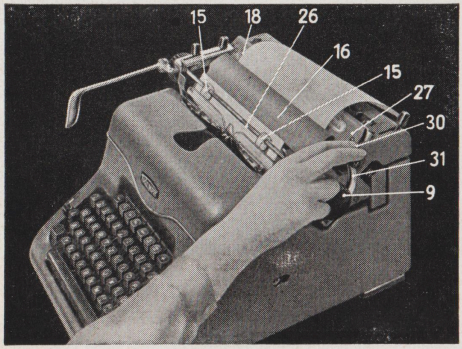

Abb. 8
Die TRIUMPH-Matura (Wagen Größe I und II) ist mit einem Papiereinwerfer (31) ausgestattet, der ein besonders schnelles und bequemes Einführen der Bogen ermöglicht. Die Bogen werden zwischen Schreibwalze (25) und Papierauflage (27) eingelegt. Zieht man nun den Papiereinwerfer (31) nach vorn, so werden die Bogen blitzschnell eingezogen, zwangsläufig unter den Papierhalter (26) geführt und auf richtige Schreibhöhe gebracht. Dabei achte man darauf, daß die Papierhalterrollen (15) links und rechts etwa zehn Teilstriche innerhalb der beiden seitlichen Bogenkanten liegen. Beim Eindrehen braucht der Papierhalter (26) nicht angehoben zu werden, da die Bogen automatisch unter die Schiene gleiten (Abb. 8). Durch die gleiche Bewegung des Papiereinwerfers (31) kann man den beschriebenen Bogen ebenso rasch auswerfen (Abb. 8). Der Bogen kann selbstverständlich auch durch Drehen am Walzendrehknopf (9) in Schreibstellung gebracht werden. Wurde der Bogen nicht gerade angelegt und dadurch schräg eingeführt, so läßt er sich leicht nach dem Papierhalter (26) ausrichten, wobei der Papierlöser (30) nach vorn gelegt werden muß. Nun wird die Papieranlage (18) an den linken Rand des Bogens herangeschoben und stellt damit die seitliche Anlage für alle nachfolgend eingeführten Bogen dar.
Der Papierhalter (26) dient zum Ausrichten und Festhalten der eingeführten Bogen auf der Schreibwalze (25). Die am Papierhalter (26) angebrachten Papierhalterrollen (15) gestatten das Beschreiben des Bogens bis zum unteren Rand. Auch in diesem Falle ist auf die richtige Stellung der Papierhalterrollen (15) wie unter Punkt 4 beschrieben, zu achten (Abb. 8).